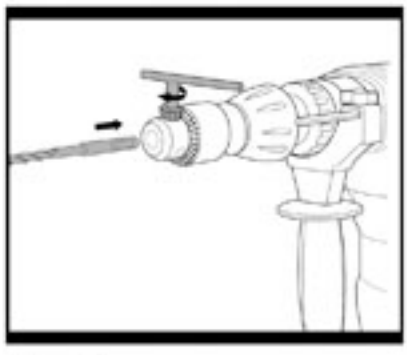

Fig. 5
5. USO DEL PORTABROCAS DE CORONA DENTADA (Fig. 5)